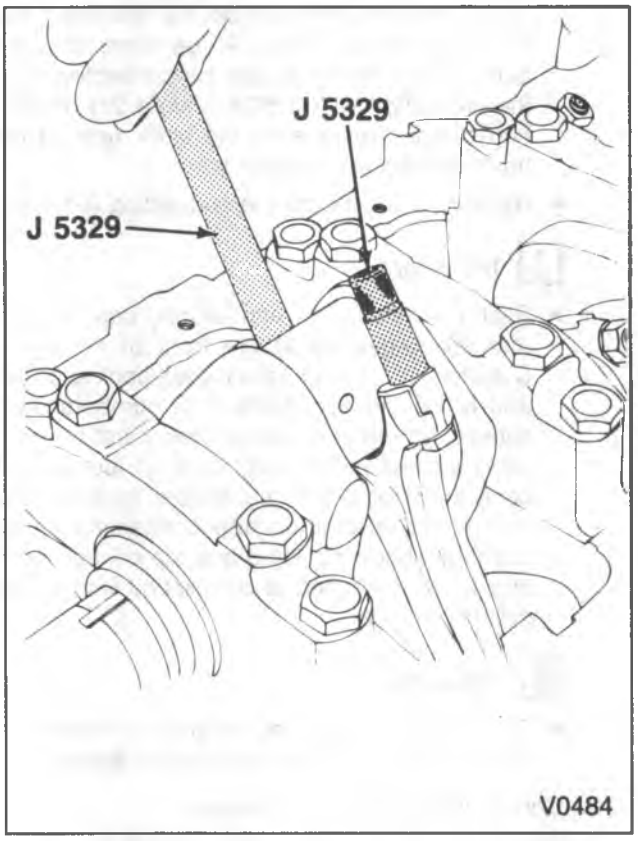

Figure 21—Replacing the Connecting Rod and Piston
Remove or Disconnect (Figure 21)
- Attach J 5239 to the connecting rod bolts (figure 21).
Install or Connect (Figures 21 through 25)
- Place the piston in its matching bore. Using light blows with a hammer handle, tap the piston down into its bore (figure 23). At the same time, from beneath the vehicle guide the connecting rod to the crankshaft with J 5239 (figure 21). Hold the ring compressor against the block until all rings have entered the cylinder bore.